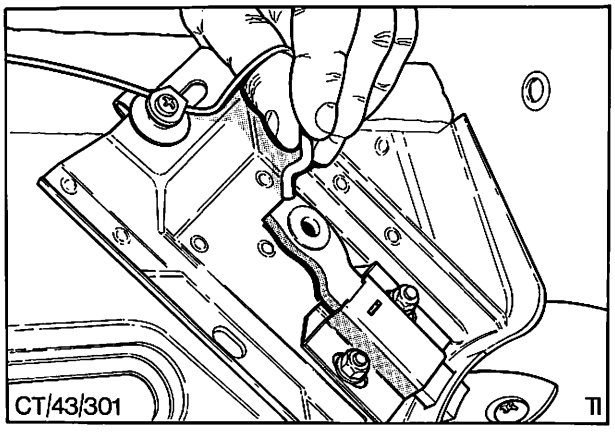

Abb. 63 Seilzugendstück aushängen
1. Kreuzschlitzschrauben (4) an der vorderen, unteren Kante des Hintersitzkissens herausdrehen und Sitzkissen ausbauen.
5. Seilzugendstücke am Hebel der Hintersitzlehnenverriegelung jeweils um 180° nach rechts drehen und Seilzüge vom Hebel abbauen, Abb. 63.